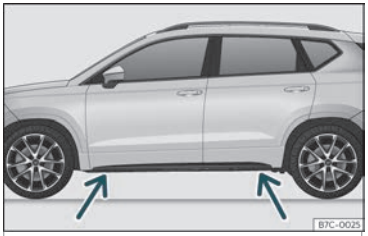

Fig. 34 Puntos de apoio do gato.
- Busque no traveseiro a marca do punto de apoio do gato (área afundida) máis próximo á roda que se vai cambiar ››› **fig. 34**.